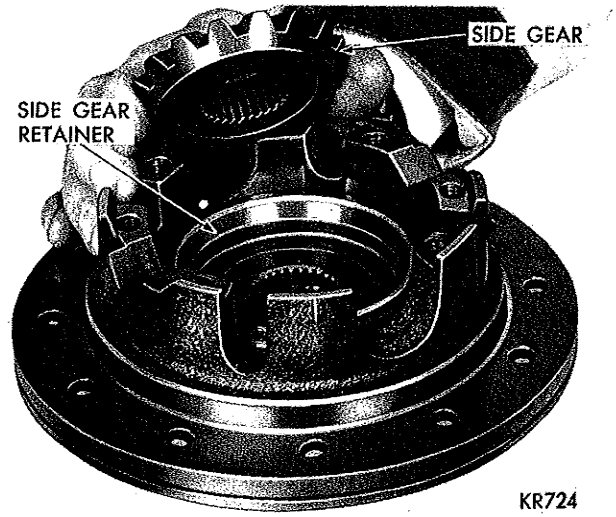
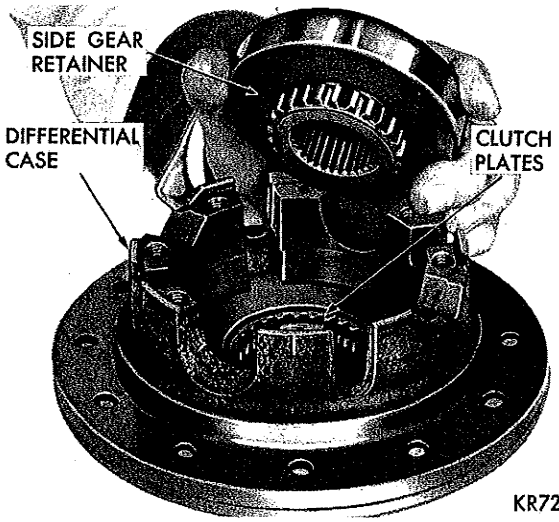
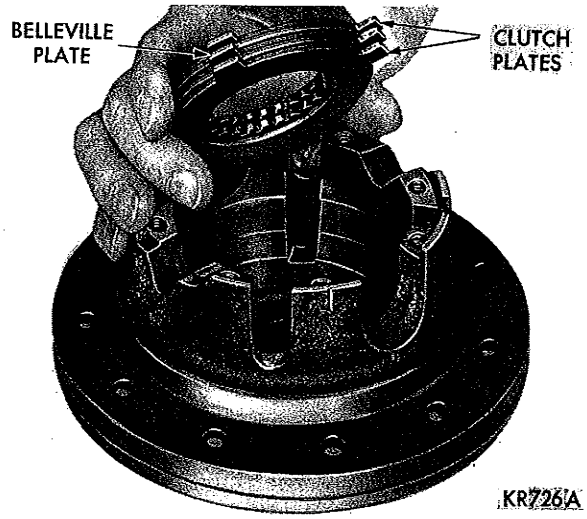

***Fig. 11—Removing or Installing Side Gear From Differential Case***
***Fig. 13—Removing or Installing Side Gear Retainer from Differential Case***
***Fig. 14—Removing or Installing Clutch Plates from Differential Case***
(5) Remove remaining side gear (Fig. 11), side gear retainer (Fig. 13) and clutch plates (Fig. 14).